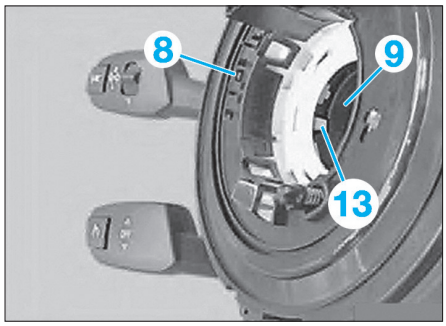

Fig. 11
- Mettre en place le contacteur tournant (8) de façon à ce que le guide (13) coulisse exactement dans l'encoche correspondante du support des comodos (9) **(Fig11)**.